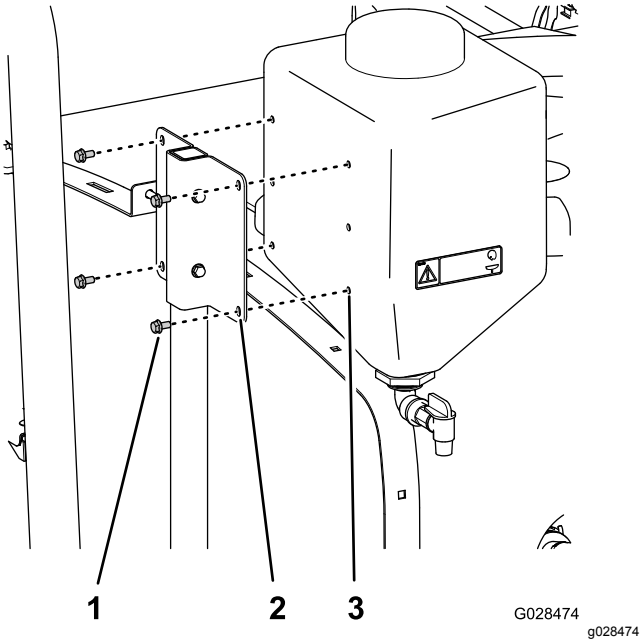

Figur 37
5. Rikta in de gängade insatserna i färskvattentanken med hålen i färskvattentankens fäste (Figur 37).
6. Fäst färskvattentanken på fästet (Figur 37) med fyra flänsskruvar (5/16 x ⅝ tum).